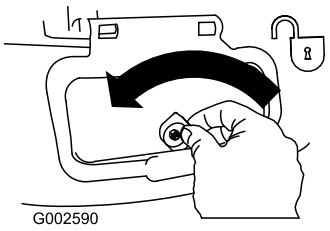

Figur 27
1. Lås opp sideutslippsluken (Figur 27).